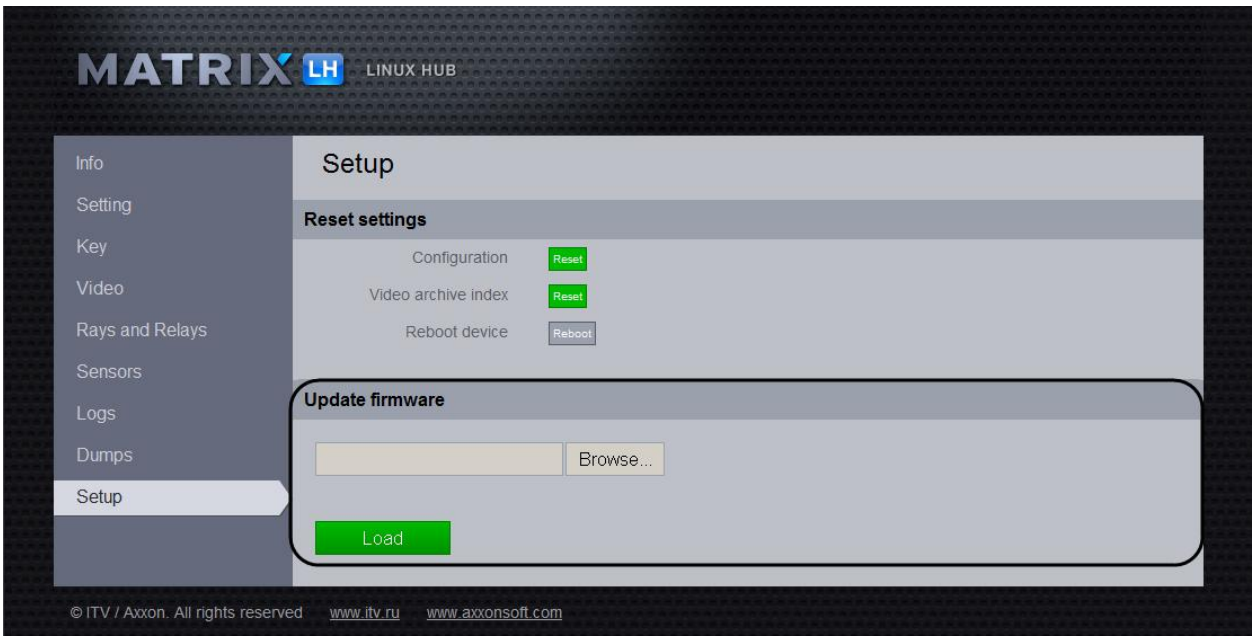

Figure 7.4—1 Updating the Linux Server (LinuxHub) firmware via the web interface
1. Go to the **Setup** tab (Figure 7.4—1).
2. Click **Browse** to select the firmware file (Figure 7.4—1).
4. Click **Load** (Figure 7.4—1).
5. As the result the firmware is loaded and installed on the LS (LH).
6. Wait till the process ends and then restart the LS (LH).